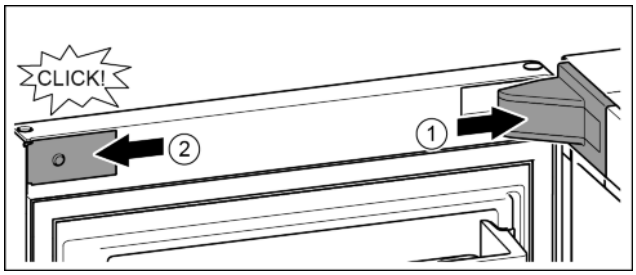

Fig. 25
▶ Крышку опорного кронштейна установить и зафиксировать, при необходимости, осторожно разжать. *Fig. 25 (1)*
▶ Установить сбоку накладку и зафиксировать. *Fig. 25 (2)*